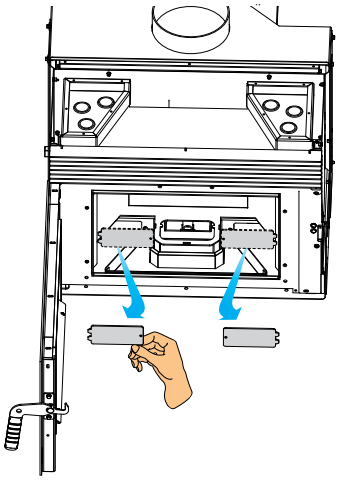

Abb. 7.18
E) Die Blindstopfen des Rauchgaskollektors herausnehmen (Abb. 7.18),